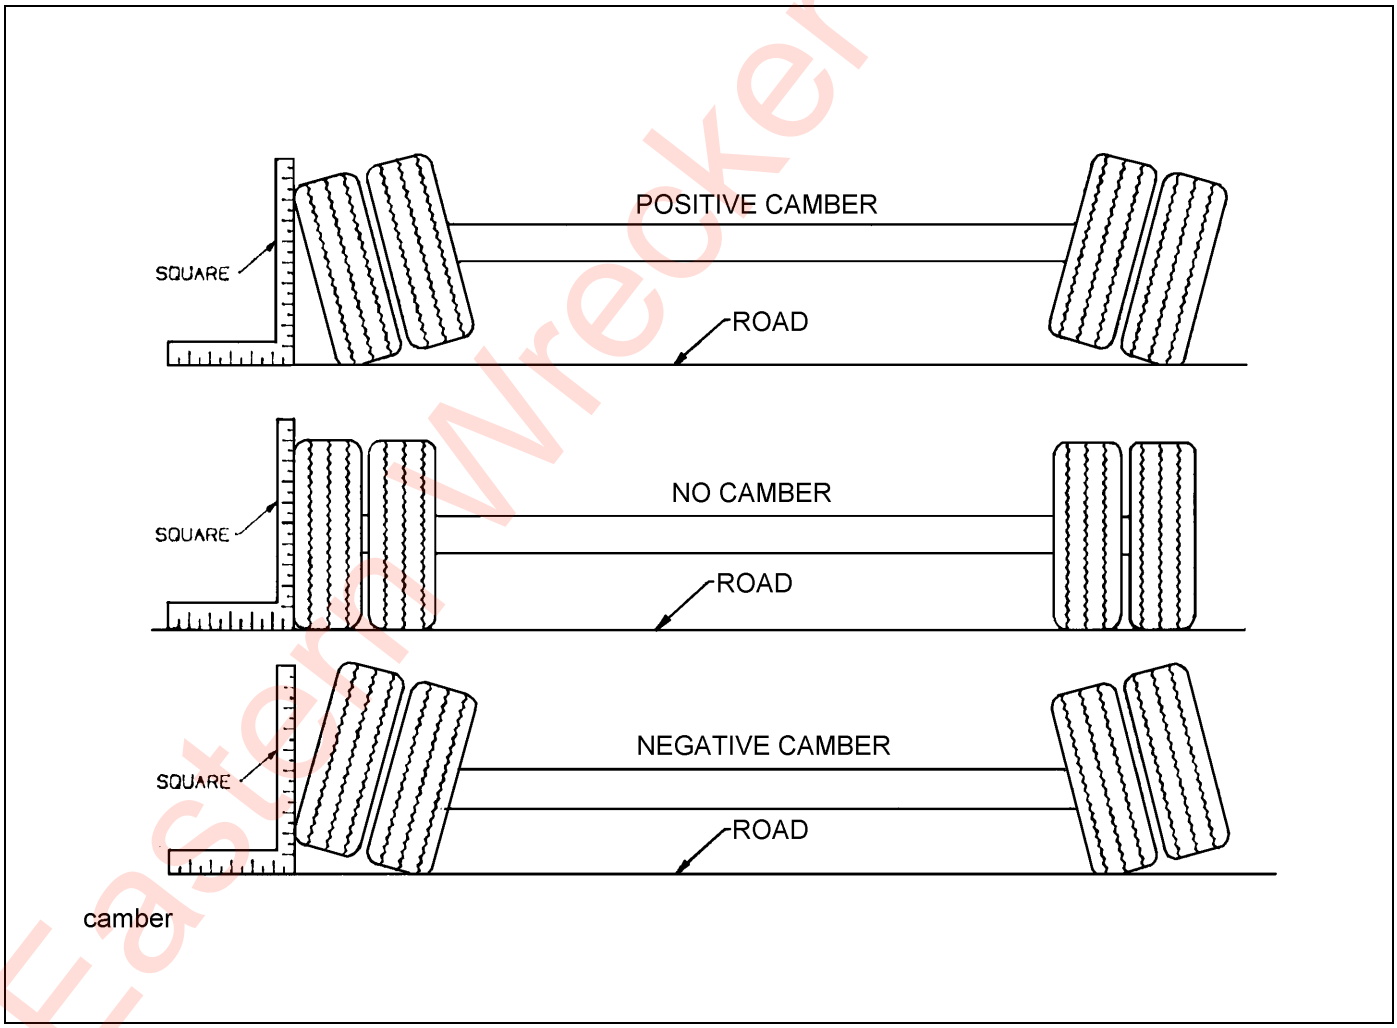

Figure 4-7: Examples of Camber
4. Follow the same procedures as in **steps 2 and 3,** except place the axle gauge above and below the axle. If gauge point gap is found, the axle has positive or negative camber. The trailer axle has no camber from the factory. If it is found to have positive or negative camber, axle replacement is necessary. **See Figure 4-7** for examples of camber.